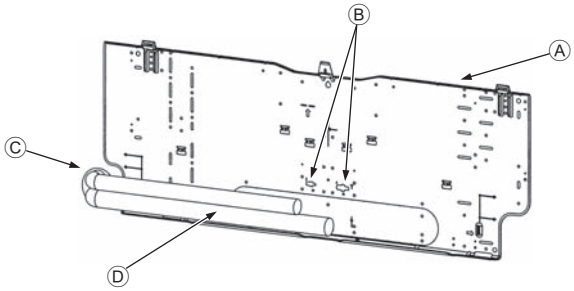

Fig. 3-5
3.3. Lors de l'insertion des tuyaux dans le mur (Fig. 3-5)